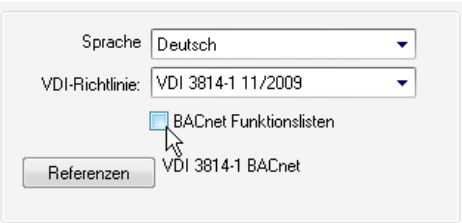

Bild 31.4 – Die Option *BACnet Funktionslisten* in der Projektverwaltung
- Öffnen Sie die Projektverwaltung, *ändern* Sie über die Projektliste das *Musterprojekt 3814-1*. Unter der Rubrik *Einstellungen* deaktivieren Sie die Option *BACnet Funktionslisten* (Abb. 31.4).
- Sichern Sie nun die Zeichnung, kehren Sie in die Projektverwaltung zurück und aktivieren Sie via *Ändern* die Option *BACnet-Funktionslisten* (vgl. Abb. 31.4).